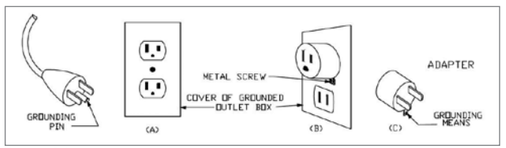

Figure 68.1
- Ce ventilateur chauffant doit être branché sur une prise électrique de 120 V. Le cordon est doté d'une fiche comme celle illustrée par A à la figure 68.1 ci-dessous. Un adaptateur, comme celui illustré par C, permet de brancher une fiche à trois lames avec contact de terre dans une prise à deux trous. La patte verte de mise à la terre qui sort de l'adaptateur doit être reliée à un dispositif de mise à la terre permanent, tel qu'une boîte de sortie correctement mise à la terre. Ne pas utiliser un adaptateur s'il est possible d'utiliser une prise à trois trous mise à la terre.